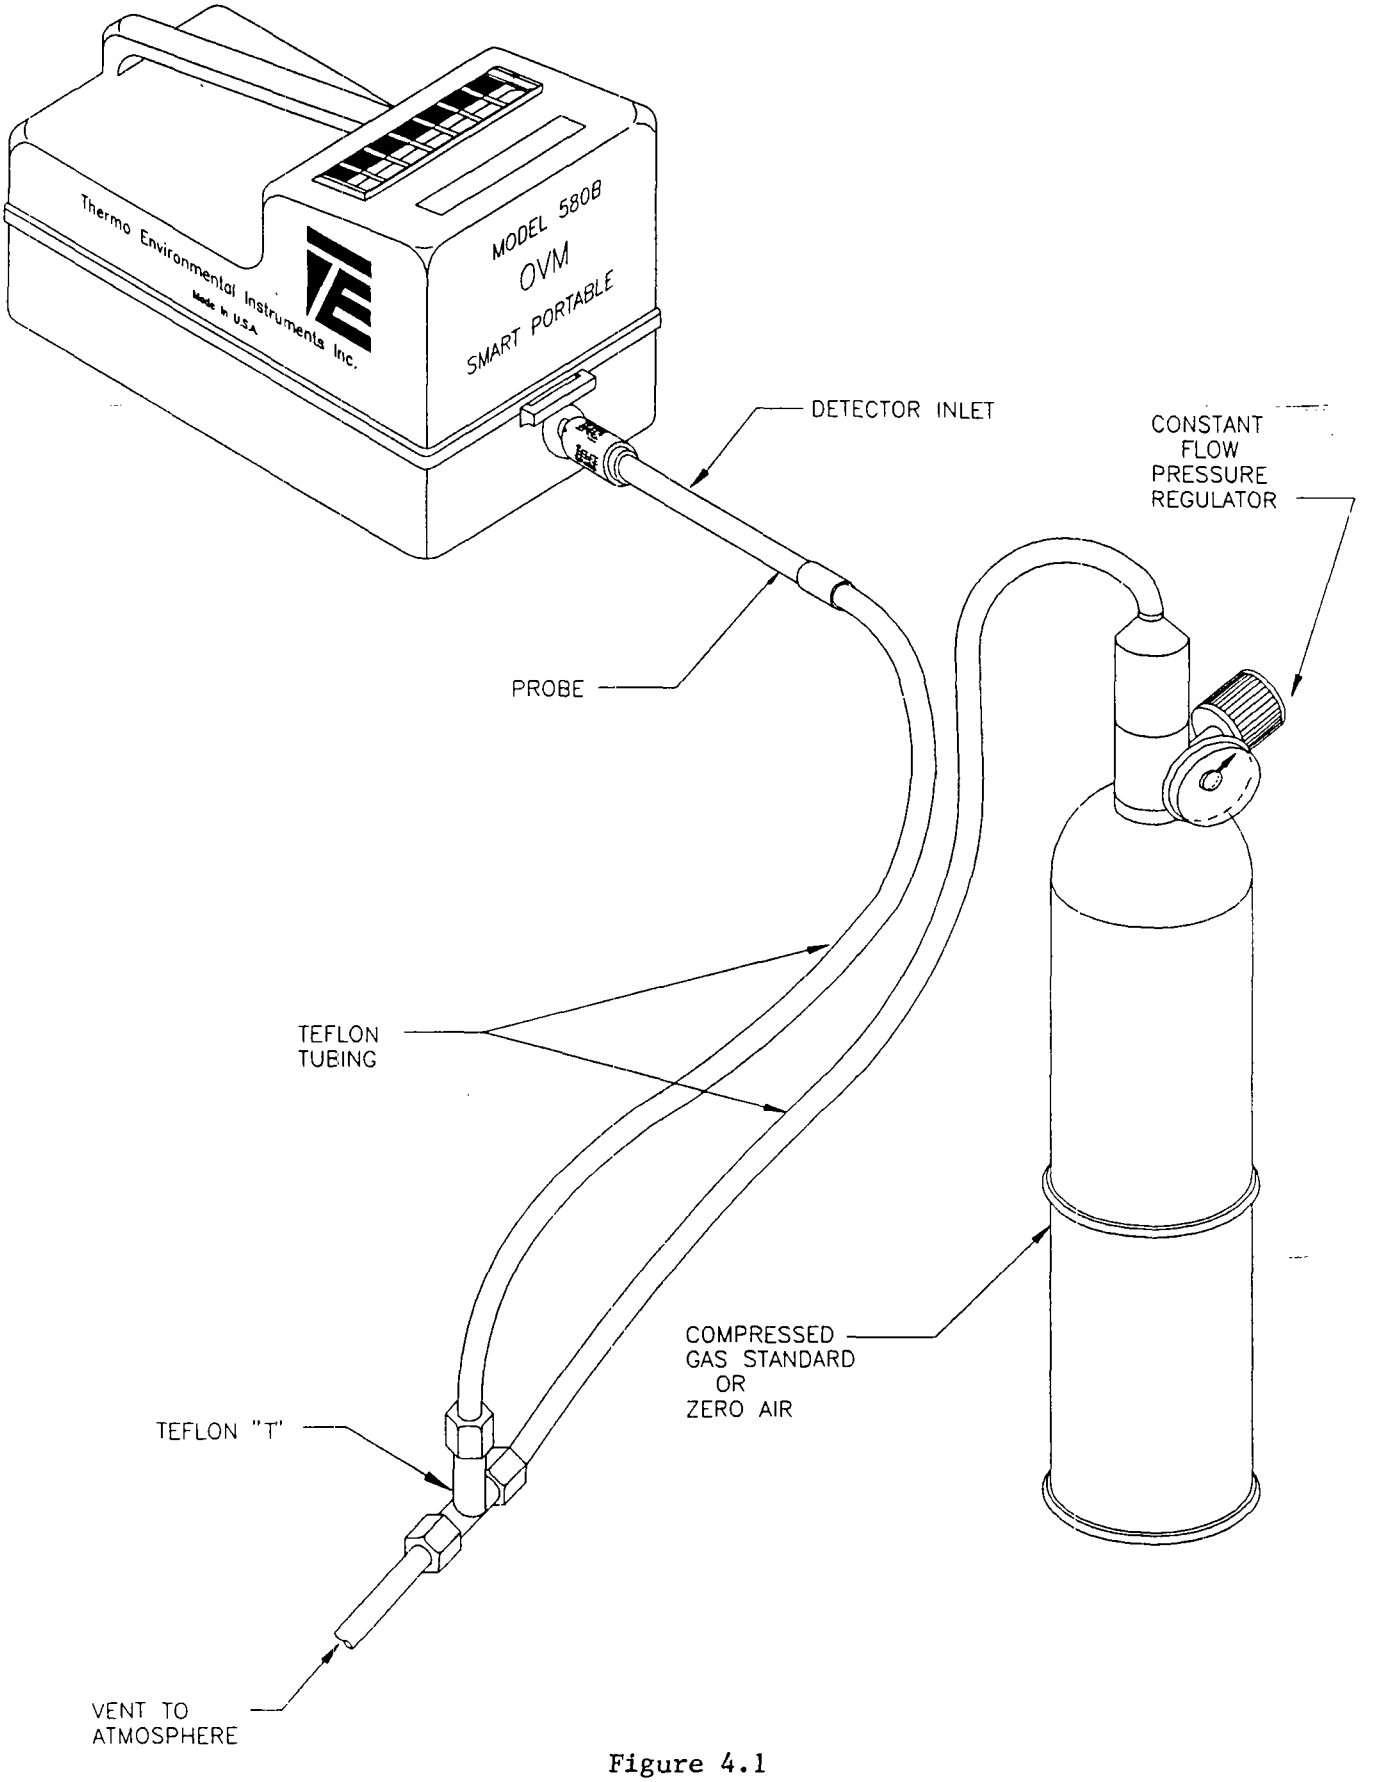
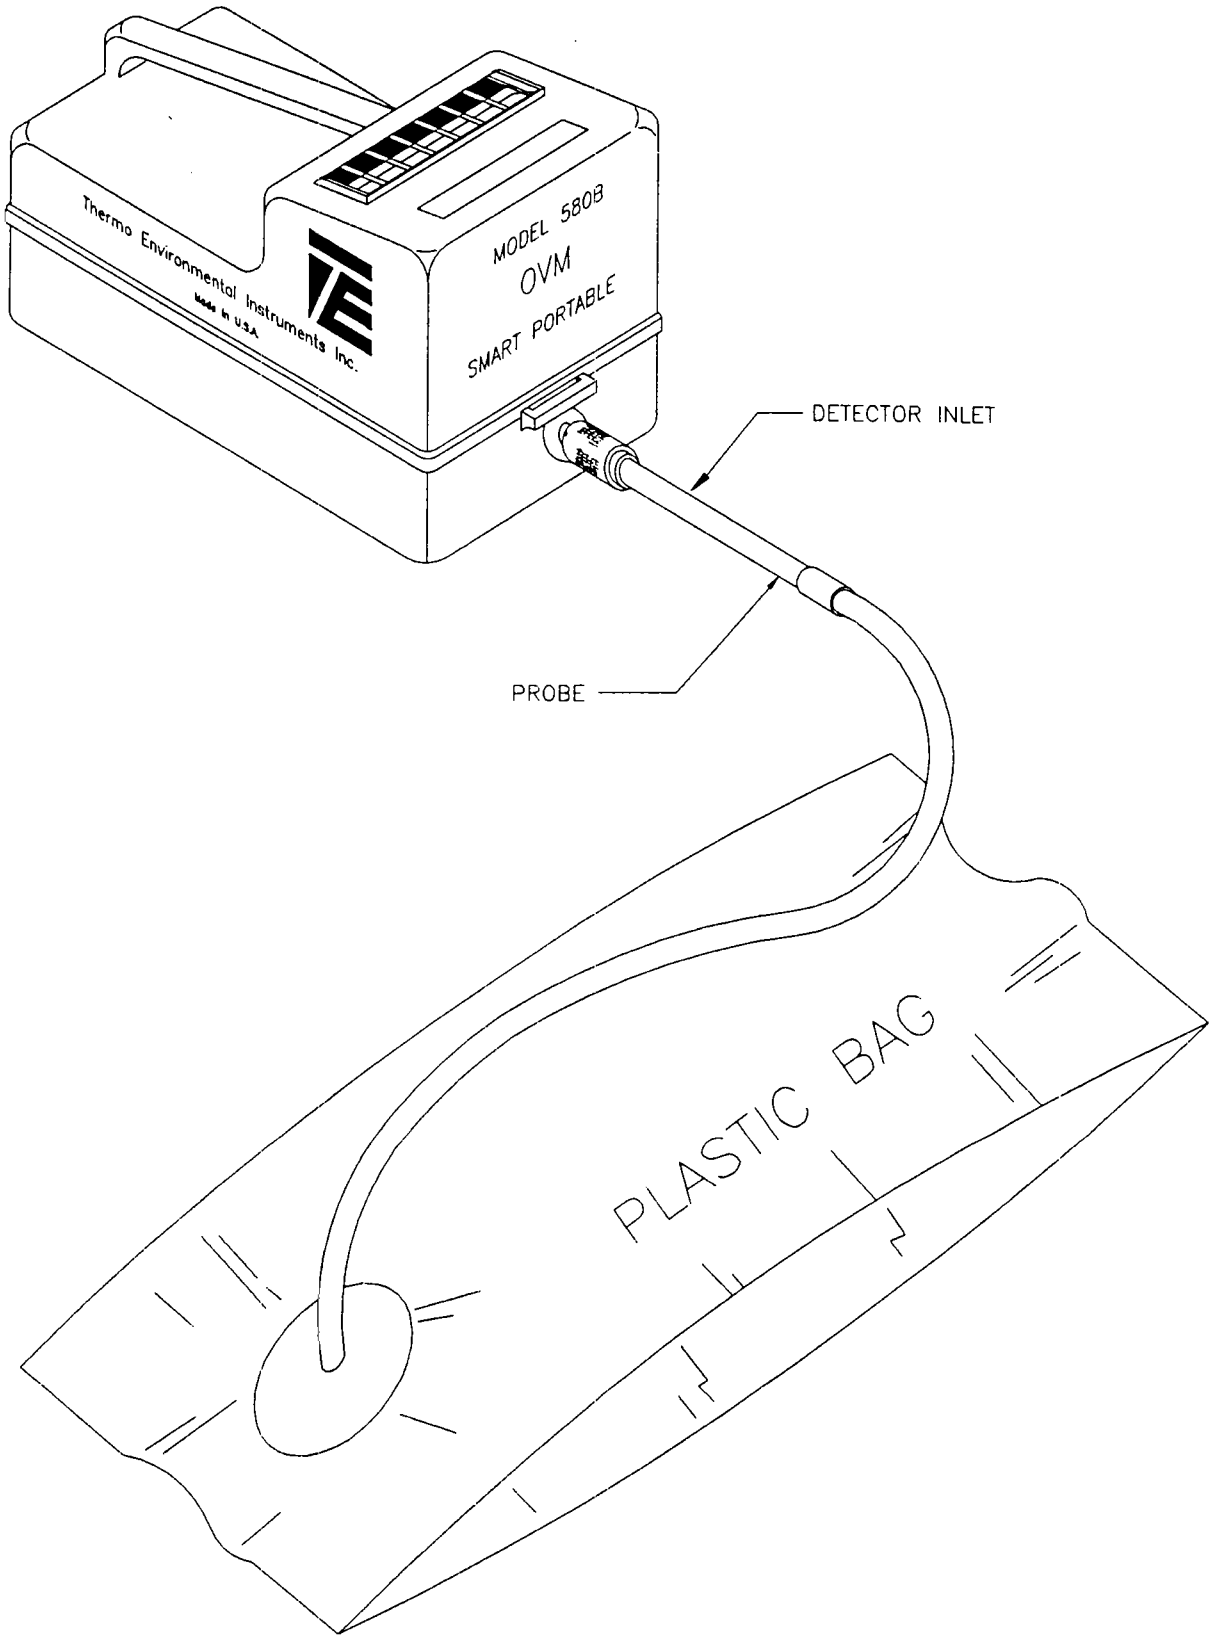

Figure 4.1
Figure 4.2
However, some gases are sufficiently reactive that chemical reaction of the gas will cause a reduction of it in air. These precautions must be observed when using commercially prepared standards for calibration of the Model 580B. It is for this reason that isobutylene in air was chosen as a reference standard for factory calibration. TEI offers a cylinder standard which includes both zero and isobutylene standards. A constant flow pressure regulator sets the flow needed for calibration of the 580B. Figure 4.1 illustrates the physical calibration procedure. The inlet to the 580B is connected to the "T" as shown. It is important that this connection is tangent to the gas flow. The "T" is connected to the regulator on the standard cylinder. It is important that a length of tubing is attached to the "T" location. This prevents diffusion of ambient air into sample line. The regulator and tubing assembly will have to be moved between both the zero air and standard cylinder.
It can then be connected to a wet test meter or flow meter via a short length of rubber tubing hooked to the plastic tube of the bag. The air flow is started into the bag at a rate of approximately 5L/min. A total of 10 liters is a convenient volume for a 5 gallon bag. This would mean approximately 2 minutes for filling the bag. Figure 4.2 illustrates the physical configuration needed to develop bag standards.
The following procedure is applicable for both Cylinder and Bag Standards. The sequence requires both Zero gas and Span gas to be used. Span gas can be either contained as a cylinder or bag, in either case the exact concentration used must be known. This concentration will be entered to the 580 when the program provides its entry. With respect to Zero gas, there are several choices. Obviously a certified zero air standard in a cylinder presents no problem. Another choice would be to build a zero air standard in a bag. This can be simply accomplished with the set-up in Figures 4.1 and 4.2 using a charcoal scrubber to remove all the hydrocarbons present in the air. Charcoal does not absorb Methane; this does not cause a problem because the PID does not respond to it. Another approach which could be used in an emergency is to use room air unscrubbed. This is acceptable if you know that there are no hydrocarbons present or they are exceptionally low in concentration. However, it is not recommended as a standard practice. The physical set up for cylinder calibration is illustrated in Figure 4.1; bag calibration in Figure 4.2.
(A) Set-up calibration assembly with zero air cylinder or bag as described in Figures 4.1 and 4.2.
14. Connect outlet of calibration tubing assembly to the Model 580B Detector Inlet as illustrated in Figure 4.2.